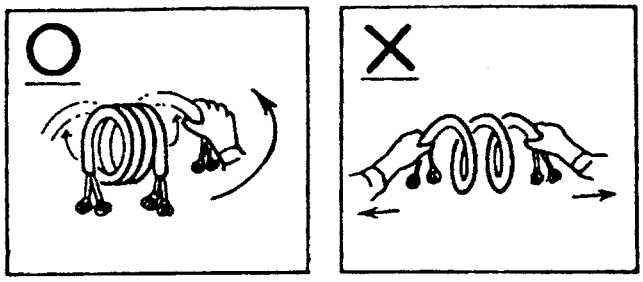

Fig. 100
(1) The connecting pipe is coiled into its package and must be loosen and straighten before installation.
(2) When doing this, let it go loose coil by coil naturally and do not pull it by force, or the pipe may be twisted (see Fig. 100)